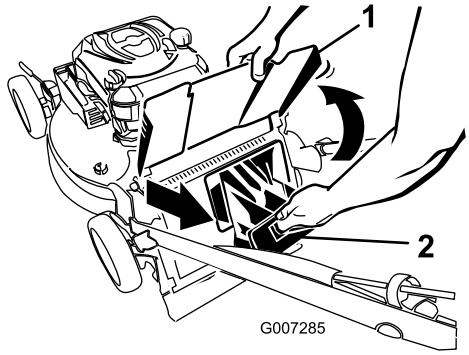

Rysunek 32
1. Podnieś i przytrzymaj deflektor wyrzutu (Rysunek 32).
2. Wyciągnij zaślepkę wyrzutu do tyłu (Rysunek 32).